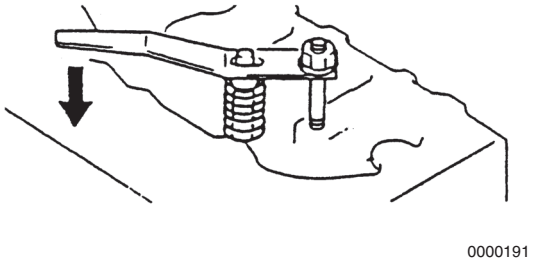

Figure 6-8
1. Put the cylinder head on the work bench with the combustion side down **(Figure 6-8)**.
3. Using the valve spring compressor tool, compress one of the valve springs **(Figure 6-8)**.